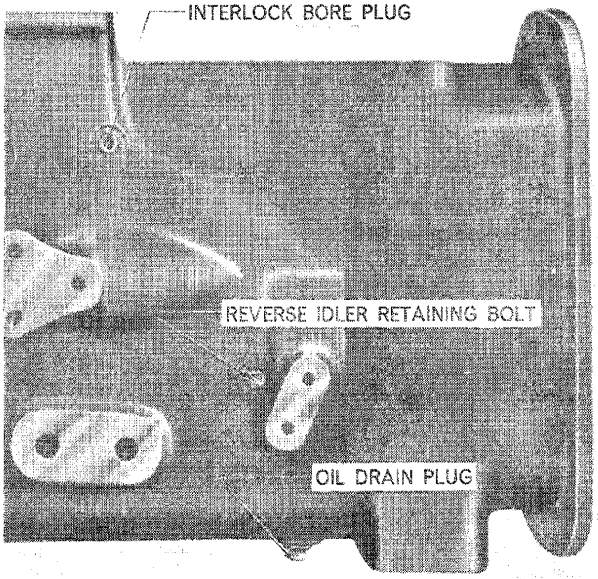

Figure 28
3. If necessary extract the screwed plug from the left-hand side of the transmission case, Figure 28, and remove the interlock plunger from the bore.
1. Unscrew the reverse idler shaft retaining screw situated on the outside of the transmission case, Figure 28. Push the idler shaft forwards and lift out the 4th/6th shift fork.
3. Secure the shaft with the retaining screw and rubber coated sealing washer located through the left-hand side of the transmission case, Figure 28.
1. If necessary, insert the interlock plunger into the bore on the left-hand side of the housing and replace the screwed plug, Figure 28.